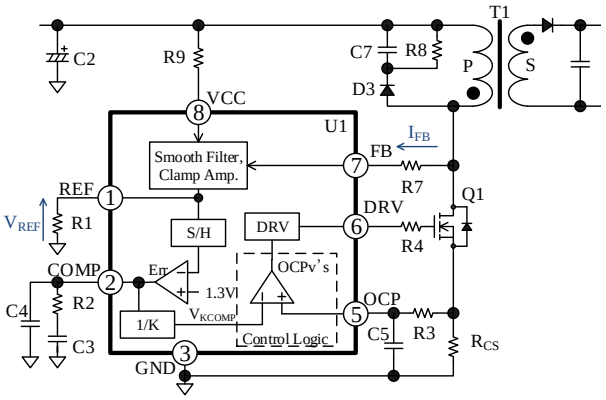
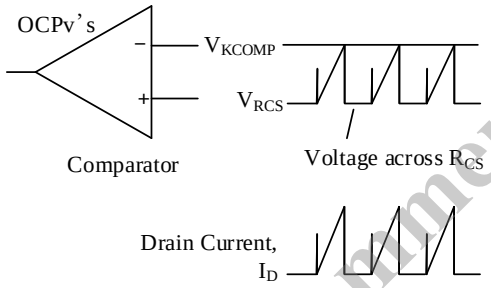

Figure 10-7. Constant Voltage Control Circuit
Figure 10-8. I_D and OCPv's Comparator Operation in Normal Operation
10.4. Constant Voltage (CV) Control
For the constant voltage (CV) control of the output voltage, the IC uses a peak current mode control that provides high speed transient response and stable operation. The IC compares V_{RCS} with the internal reference voltage, V_{KCOMP}, by the internal comparator (OCPv's), and controls so that the peak value of V_{RCS} gets close to V_{KCOMP}. Where, V_{RCS} is the voltage across of the current detection resistor, R_{CS}. The REF pin voltage is generated from the FB pin voltage. V_{KCOMP} is a value obtained by inverting the sampled REF pin voltage by the error amplifier (see Figure 10-7 and Figure 10-8). The following equation shows the relation between the REF pin voltage and the FB pin current: